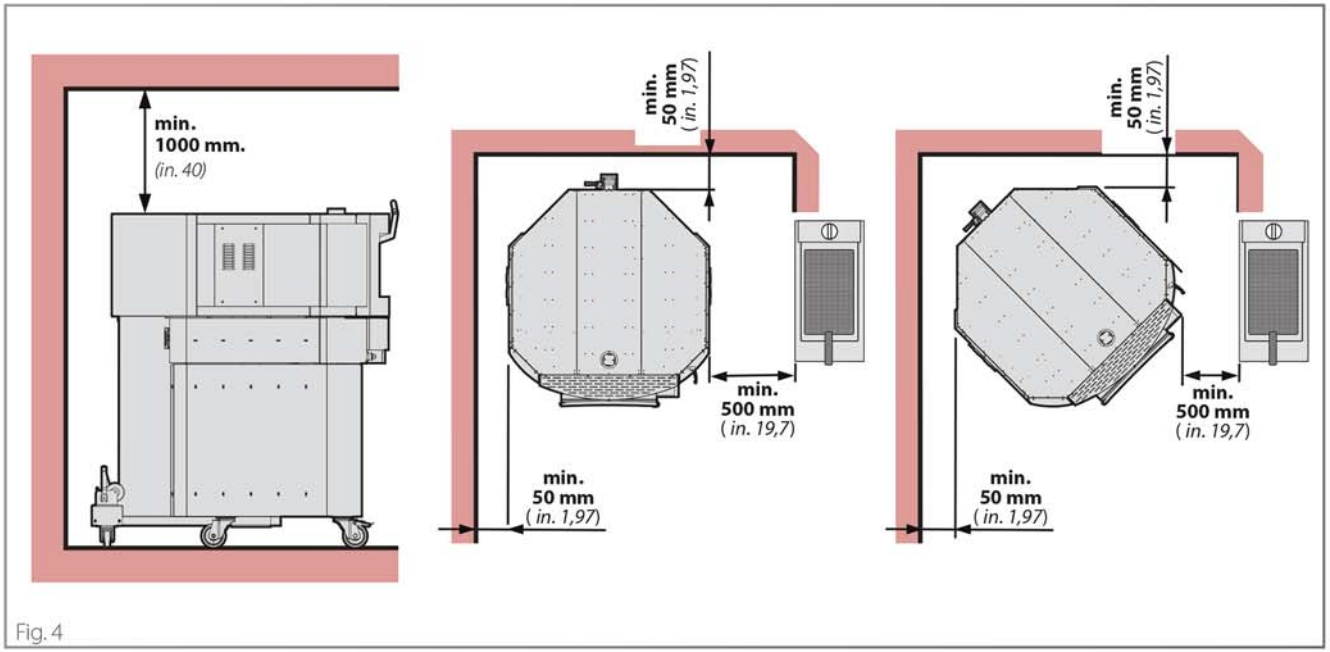

Fig. 4
• det er muligt at opretholde følgende minimum ovnens afstande fra vægge, andre apparater, genstande og brændbare materialer Fig. 4: